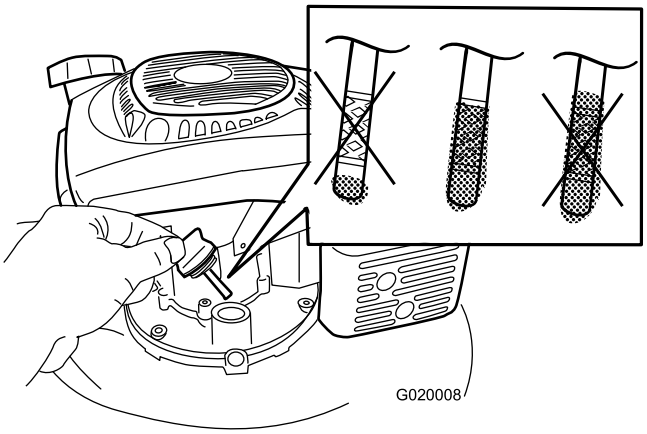

Figur 8
1. Ta bort oljestickan, torka av den och sätt i den i påfyllningsröret men skruva **inte** in den (Figur 8).
2. Ta ut oljestickan och kontrollera oljenivån (Figur 8). Om oljenivån är under markeringen Add på oljestickan fyller du **långsamt** på olja i påfyllningshålet så att nivån höjs till markeringen Full. **Fyll inte på för mycket.** (Maximal påfyllning: 0,65 l, typ: 10W-30 eller SAE 30 renad fordonsolja med API-klassificering SJ eller högre.)